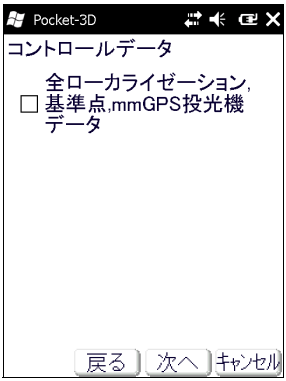

図 3-12. コントロールデータ画面
5. 全ローカライゼーション、基準点、mmGPS 投光機データが必要であればチェックし、**【次へ】**をタップします（図 3-12）。